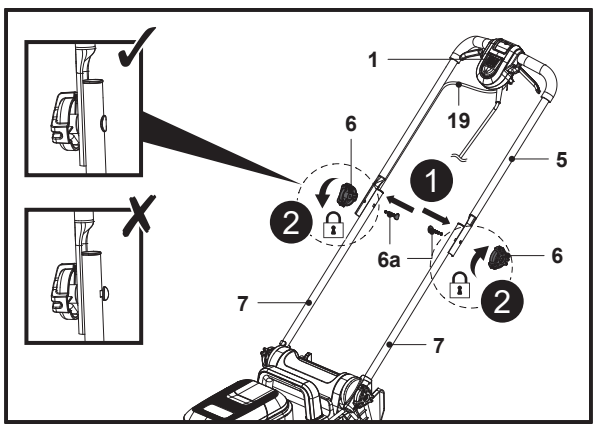

Fig. 3
1. Ține bara mânerului superior (5) cu comutatorul de siguranță (1) orientat în sus.
2. Aliniază găurile de montare ale barei mânerului superior (5) și ale barelor mânerului inferior (7).
3. Introdu șurubul de montare (6a) prin găurile de montare până la capăt (fig. 3, pasul 1).
4. Fixează bara mânerului superior (5) cu bara mânerului inferior (7) rotind butonul de blocare (6) în sens orar pe filetul șurubului de montare (6a) pentru a strânge (fig. 3, pasul 2).
5. Cablul de control (19) trebuie să treacă pe partea de deasupra a barei mânerului superior (5) și a barei mânerului inferior (7).